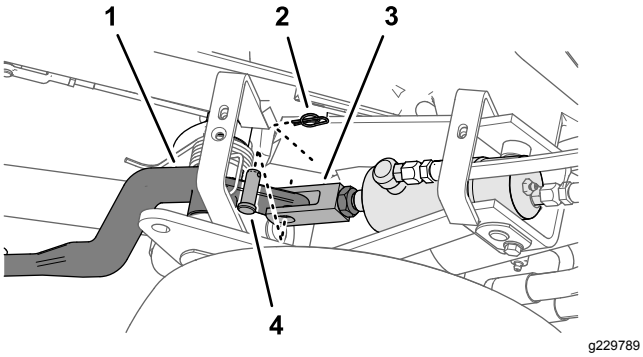
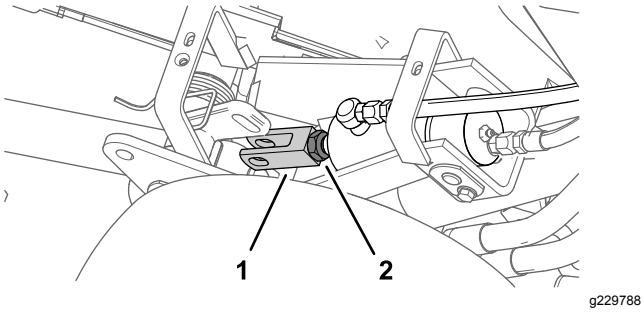

Figur 52
Figur 53
3. Løsn kontramøtrikken, der fastgør gaffelfittingen til cylinderen på klippeenheden, som skal justeres (Figur 52).
4. Fjern holdestiften og gaffelbolten (Figur 52)
5. Drej gaffelstykket, indtil den ønskede højde er nået (Figur 53).
6. Monter gaflen på løftearmen med gaffelbolten og holdestiften, og stram kontramøtrikken (Figur 52 og Figur 53).